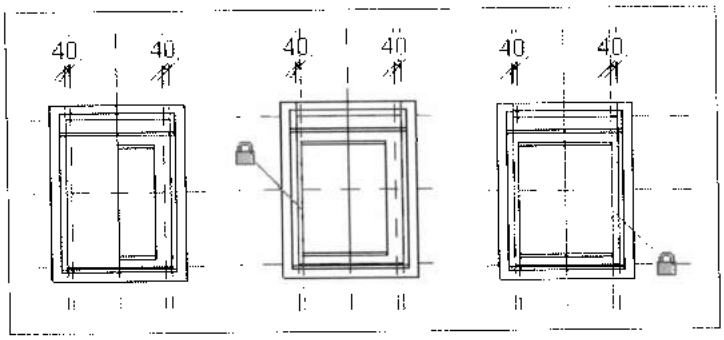

Рис. 17.53. *Выравнивание полостной формы*
6. На ленте **Modify** в разделе **Edit** выбрать команду **Align** и выровнять с фиксацией левое и правое ребра полостной формы относительно дополнительных опорных линий (рис. 17.53).